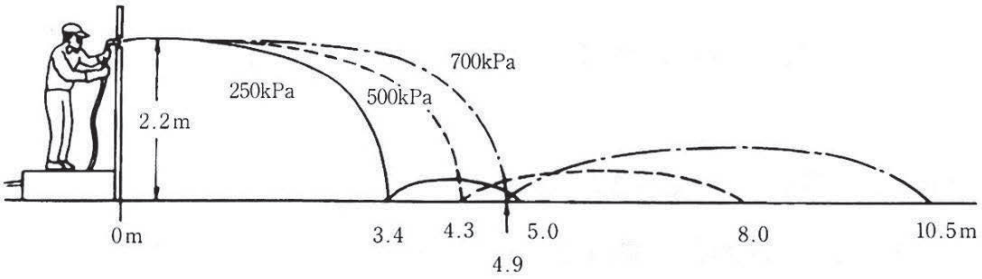

図 2.1　ガス切断火花の飛散状況（酸素の調整圧力依存）[4]
b. 図 2.1 に示すように，スパッタは予想以上に遠くまで飛散し，着火源となることがある。